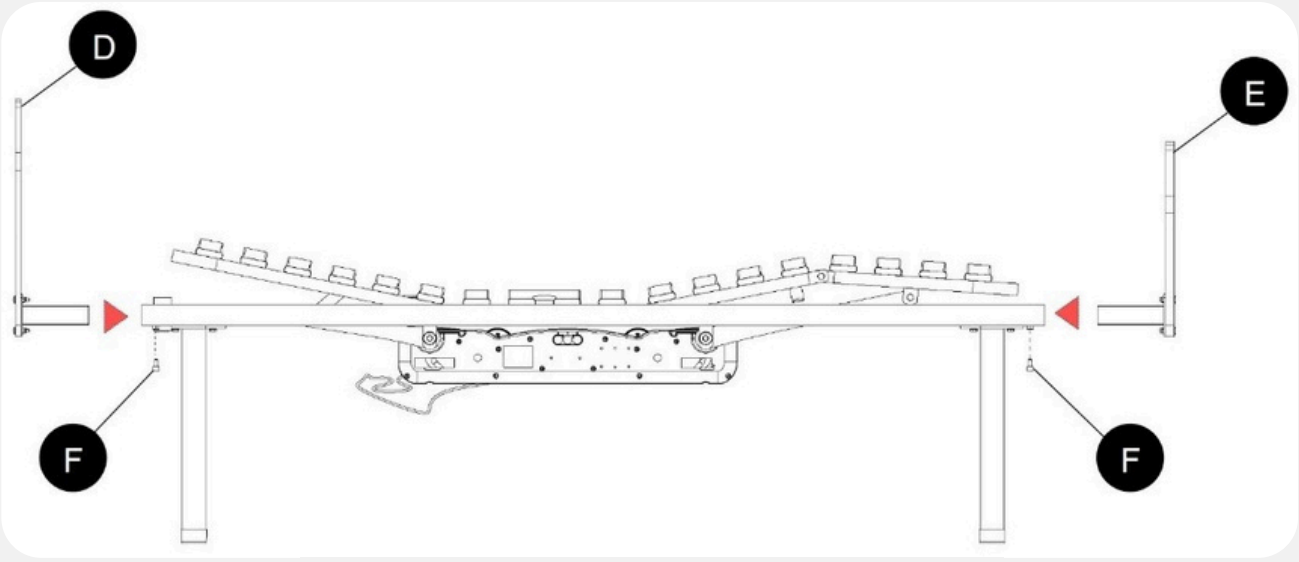

Figura 4 - Montaje de cabecero/piecero
- Encaje el cabecero/piecero de acuerdo con la dirección de las flechas - ver figura 4.
- Los tornillos (F) deben apretarse correctamente.